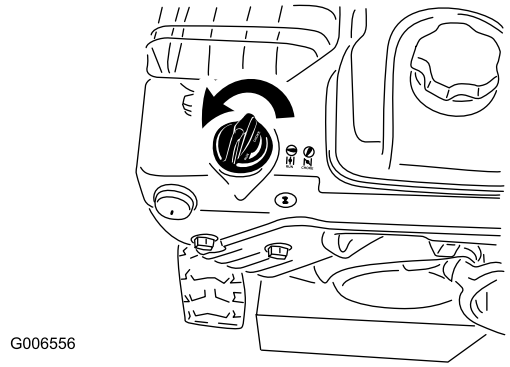

Rysunek 28
5. Ustaw ssanie w pozycji Choke (Rysunek 28).